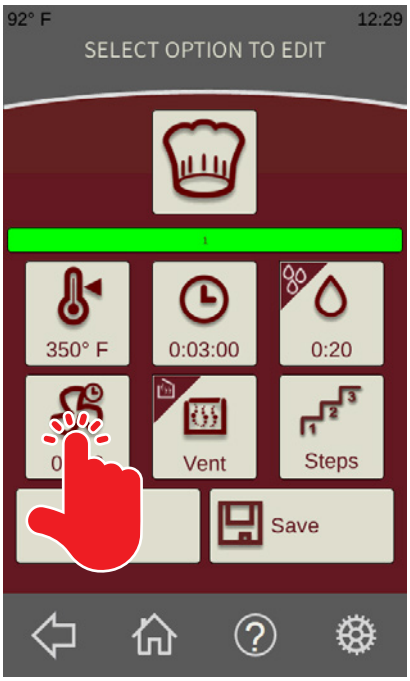

Fig. 21
9. From the ***Standard Recipe Run Screen*** (Fig. 21), touch the fan delay button. The ***Fan Delay Time Screen*** should be displayed.